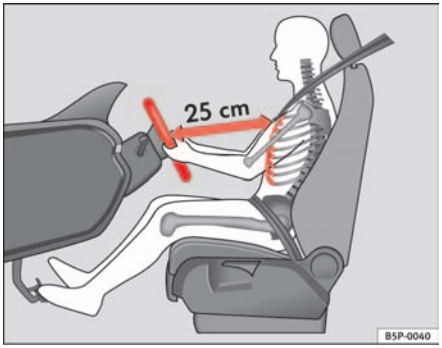

Fig. 129 Proper sitting position for driver
– Adjust the steering wheel in this way until the correct position is set ⇒ fig. 129.
- **Adjust the driver seat or steering wheel so that there is a distance of at least 25 cm between the steering wheel and your breast bone ⇒ page 155, fig. 129. If you fail to observe the minimum distance, the airbag will not protect you. Risk of fatal injury.**